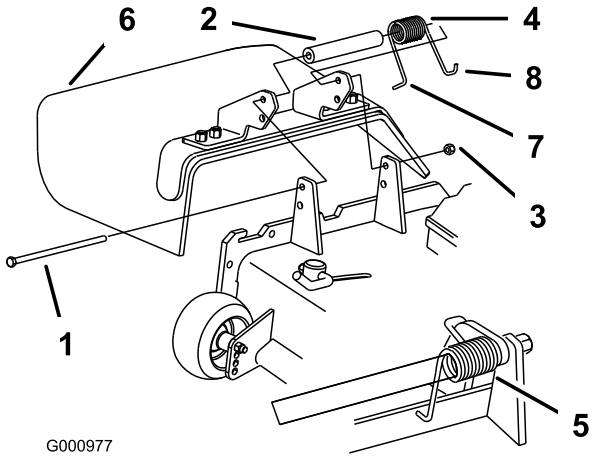

**Figur 89**
1. Fjern låsemøtrikken, bolten, fjederen og afstandsklodsen, som fastholder græsdeflektoren til akselbeslagene (Figur 89). Fjern den beskadigede eller slidte græsdeflektor.
**Bemærk:** Sørg for, at fjederens L-formede ende monteres bag skjoldets kant, før bolten monteres som vist i Figur 89.
3. Monter bolten og møtrikken. Placer fjederens **J**-formede ende omkring græsdeflektoren (Figur 89).